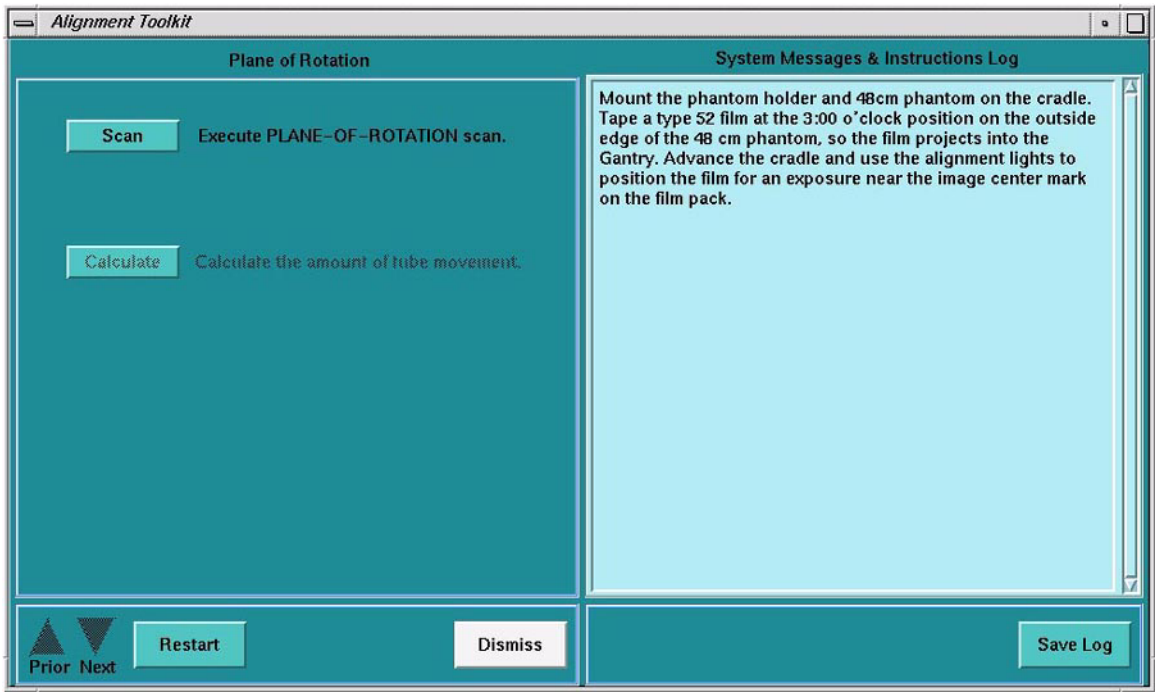

Figure 12-15 Plane Of Rotation Alignment Screen
10.) Click on the **CALCULATE** button, Figure 12-15, on page 930. Enter the values for X_F and X_R obtained in the steps above. The software will do the distance calculation.